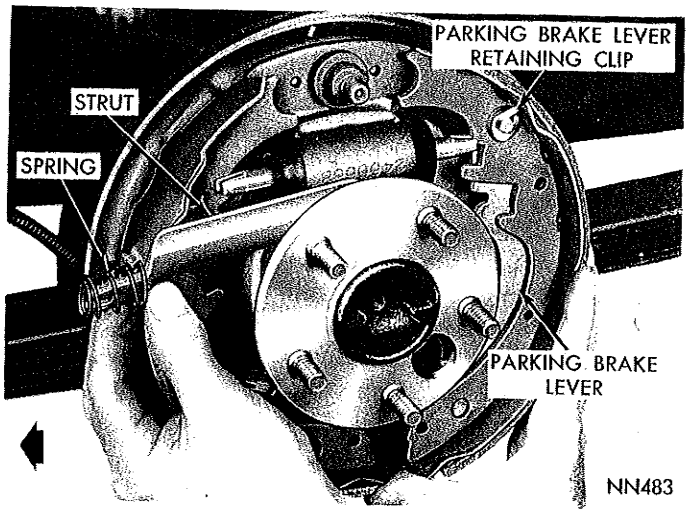
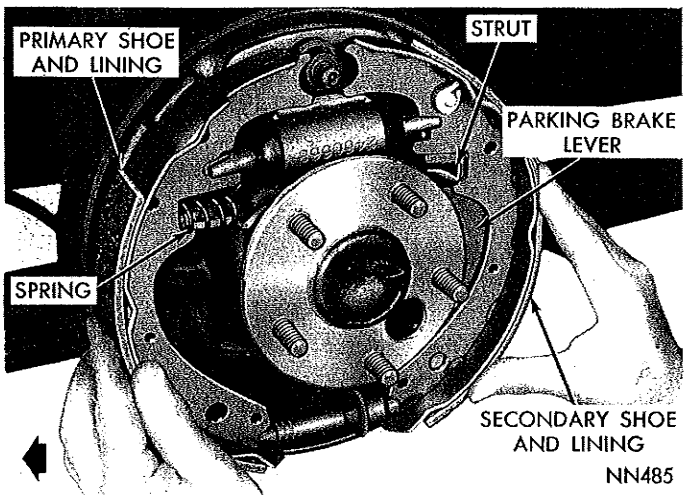

*Fig. 7—Removing or Installing the Parking Brake Strut and Spring (Left Rear)*
*Fig. 9—Installing Brake Shoes (Left Rear)*
(6) Spread anchor ends of primary and secondary shoes and remove parking brake strut and spring (Fig. 7).
(7) Disengage parking brake cable from parking brake lever and remove brake assembly.
(8) Remove primary and secondary brake shoe assemblies and adjusting star wheel from support. Install wheel cylinder (Tool C-416) to hold pistons in cylinders.
(1) Inspect platforms of support for nicks or burrs. Apply a thin coat of lubricant to support platforms (Shoe contact area).
(2) Attach parking brake lever to back side of secondary shoe, refer to (Fig. 9).
(3) Place secondary and a primary shoe in their relative position on a work bench.
(4) Lubricate threads of adjusting screw and install it between primary and secondary shoes with star wheel next to secondary shoe. The star adjusting wheels are stamped "R" (right side) and "L" (left side), and indicate their location on the vehicle.
(5) Overlap anchor ends of primary and secondary brake shoes and install adjusting spring and lever.
(6) Holding brake shoes in their relative position and engage parking brake cable into parking brake lever.
(7) Install parking brake strut and spring between parking brake lever and primary shoe, refer to (Fig. 7). Remove Tool C-416.
(8) Place brake shoes on support and install retainer nails, springs and retainers (Fig. 9).
(9) Install anchor pin plate.
(10) Install "eye" of adjusting cable over anchor pin and install return spring between primary shoe and anchor pin.